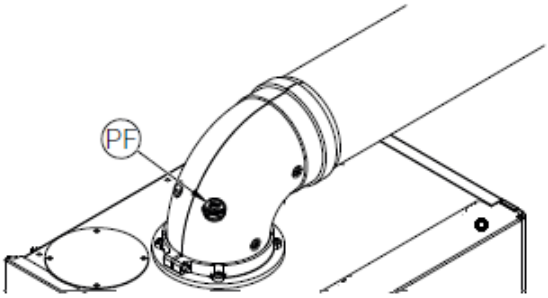

Рисунок 6.3
- *Вставьте зонд анализатора дымовых газов **(Рисунок 6.3)** в соответствующий штуцер анализа дымовых газов «PF»,*